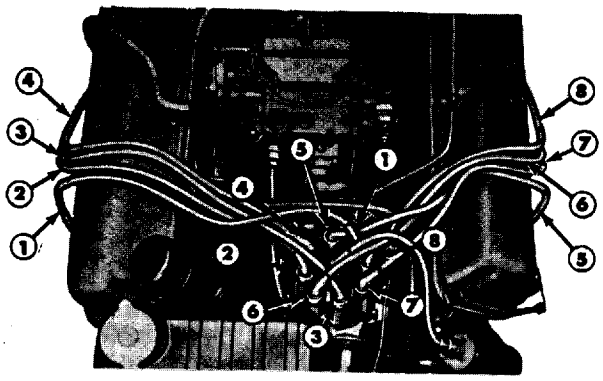

FIG. 18—Ignition Wiring
The ignition wiring installation is shown in Fig. 18.
2. Remove the brackets from the old spark plug wire set and install them on the new set in the same relative position. Install the wires in the brackets on the valve rocker arm covers (Fig. 18). Connect the wires to the proper spark plugs. Install the coil high tension lead. **Be sure No. 7 spark plug wire is positioned in the bracket as shown in Fig. 18.**